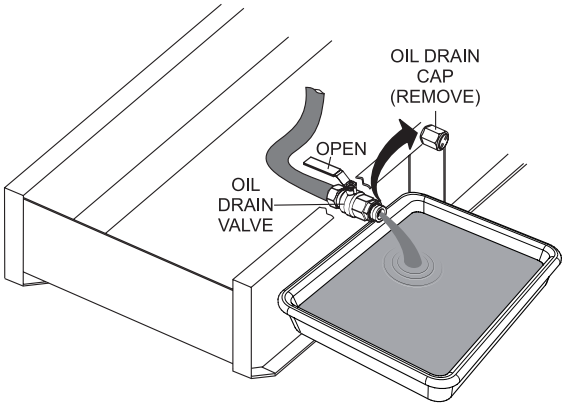

Figure 55. Draining The Engine Oil
4. Remove the **oil drain cap** (Figure 55).
5. Place the **oil drain valve** in the open position (Figure 55) and allow the oil to drain into a suitable container.